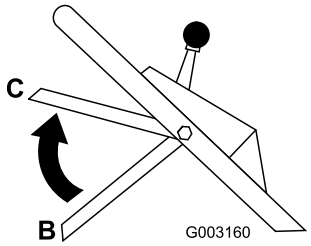

Bild 20
3. Heben Sie den Schaltbügel in die mittlere Stellung, ungefähr 12,7 cm unter den Griff an (C-Stellung in Bild 20).
4. Lassen Sie den Schaltbügel los (B-Stellung in Bild 20).